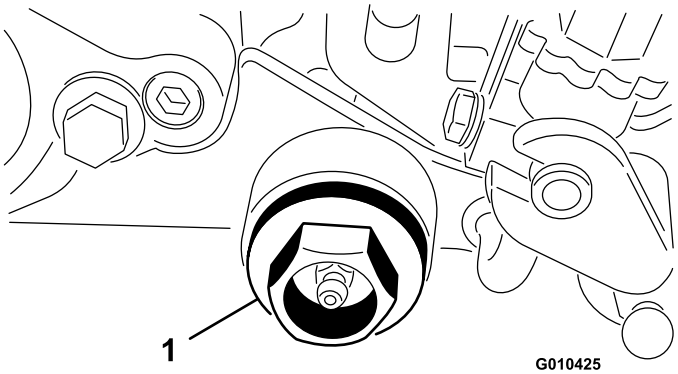

Figur 36
10. Fjern lokket inn på trimsatshuset (Figur 36).